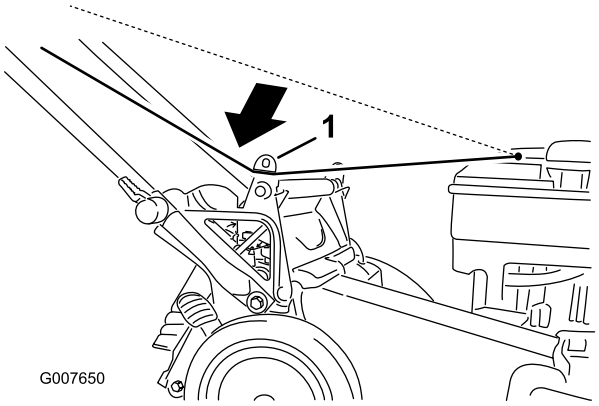

Figur 23
1. Før startsnoren rundt om det nedre snorestyr (Figur 23).
4. Monter bagudblæsningsdækslet (figur 23).